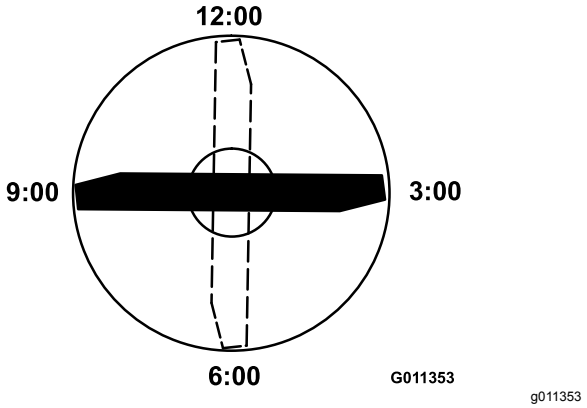

Figuur 122
4. Plaats de snijrand van het gemarkeerde uiteinde van het mes op 12 uur (recht vooruit in de maairichting) (Figuur 122) en meet de hoogte vanaf de tafel tot het snijvlak van het mes.
5. Draai het gemarkeerde uiteinde van het mes naar 3 uur en naar 9 uur (Figuur 122) en meet de hoogte.